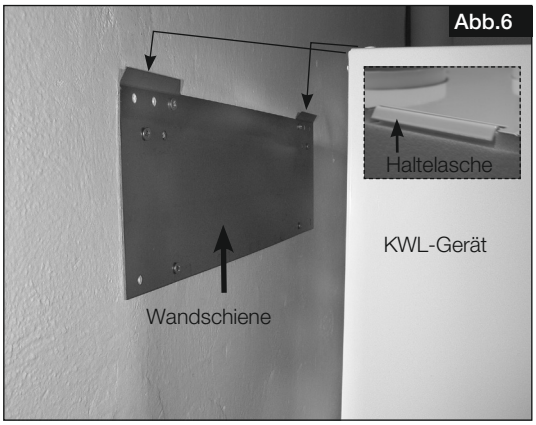

Abb.6
3. Kompaktgerät mit den an der Rückseite des KWL-Geräts integrierten Haltelaschen in die Trageschiene einhängen (Abb.6).